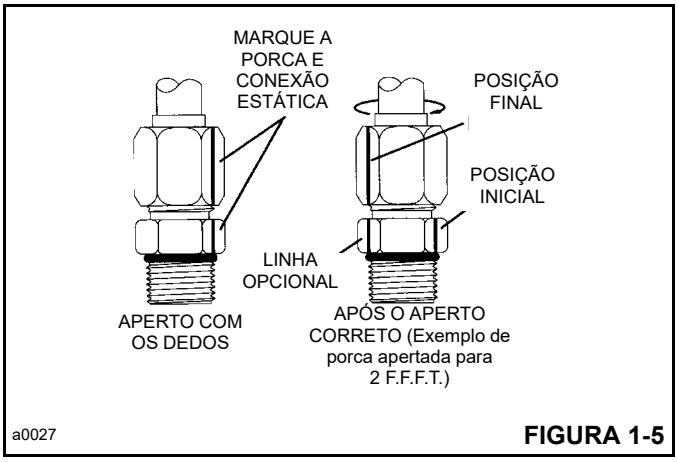

**FIGURA 1-5**
6. Opcionalmente para aperto futuro da mesma conexão: estenda a linha a partir da porca em seu novo local na parte sextavada da conexão ou orifício estático (Figura 1-5).